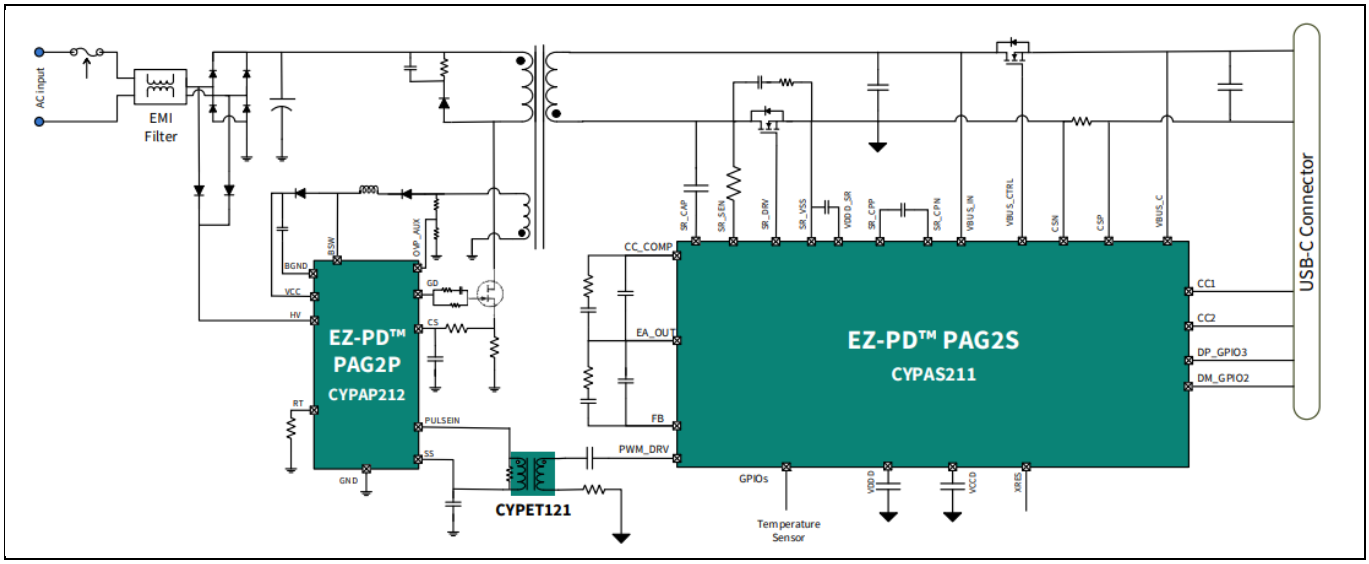

Figure 1 High-level block diagram of EZ-PD™ PAG2S-2P REF_65W_ZVS_PAG2 solution
Figure 1 shows the application diagram for a power adapter implementing a secondary side controlled synchronous flyback converter topology. PAG2S modulates the pulse width of the primary MOSFET in voltage control mode. PAG2S engages the internal error amplifier (EA) and a programmable ramp generator to determine the pulse width of PWM. The PWM signal is transferred from the secondary to the primary side through a pulse-edge transformer. In this topology, PAG2S integrates three key features: secondary-side PWM control, charging protocol control, and fault protection. This approach of integrating the ZVS on the secondary side has the following advantage over the traditional primary side control: